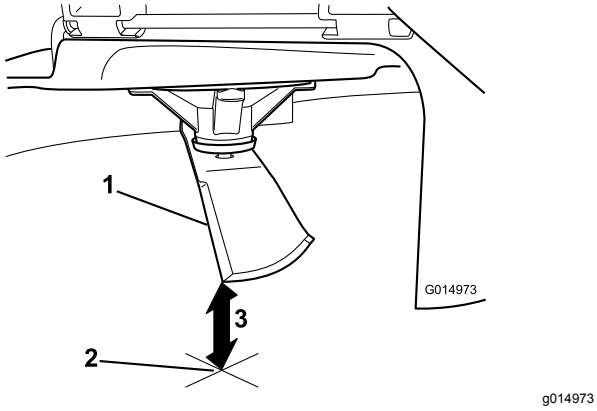

Figur 53
3. Mät från knivspetsen till den plana ytan (Figur 53).